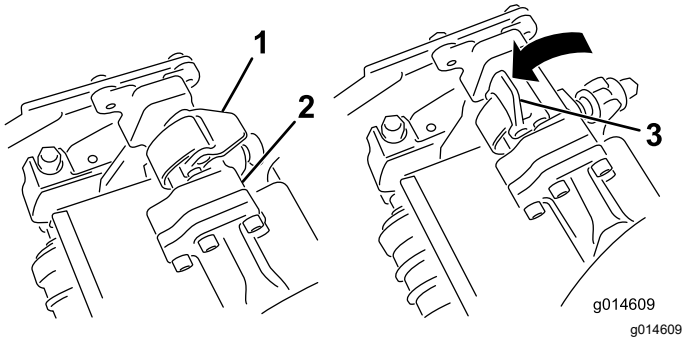
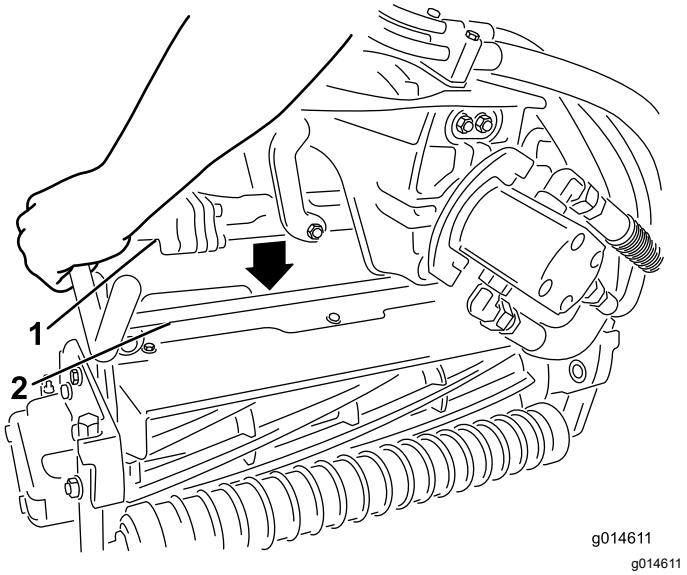

**Rysunek 47**
**Rysunek 48**
3. Gdy zapadki na pręcie ramienia podwieszonego skierowane są ku górze (tzn. gdy są otwarte) (Rysunek 47), popchnij ramię podwieszone w dół, tak aby pręt dopasował się do innego pręta w górnej części zespołu tnącego (Rysunek 48).
4. Zamknij zapadki wokół pręta zespołu tnącego, a następnie zablokuj je na swoim miejscu (Rysunek 47).
4. Otwórz zapadki na pręcie ramienia podwieszonego demontowanego zespołu tnącego (Rysunek 47).